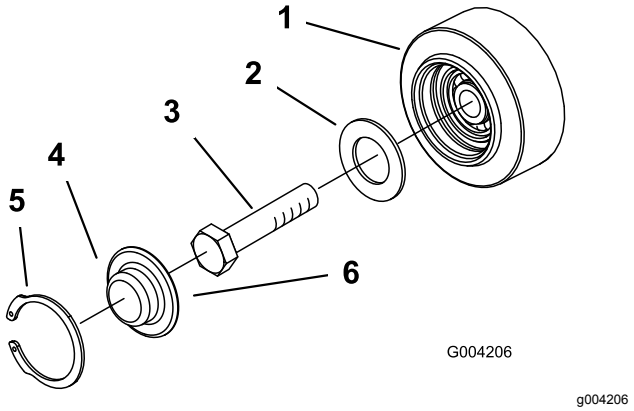

**Figure 49**
3. Remove the snap ring and cap from a road wheel (Figure 49).
4. Check the grease under the cap and around the gasket (Figure 49). If it is dirty, gritty, or depleted, clean out all of the grease, replace the gasket, and add new grease.